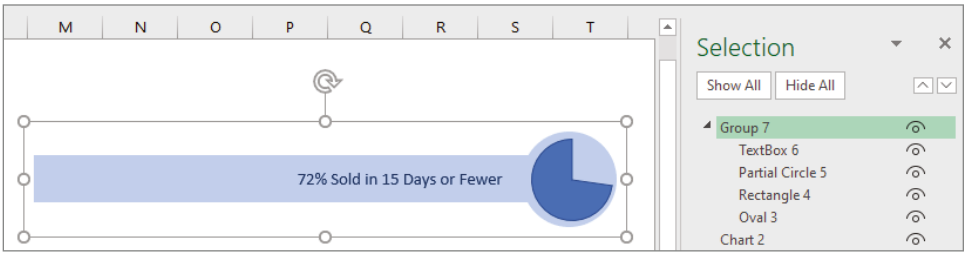

Figure 6.25: Group shapes to make them easier to move.
9. While the shapes are still selected, choose Shape Format ➪ Arrange ➪ Group Object ➪ Group from the Ribbon to create a group that will be easier to move around. Figure 6.25 shows the shapes and the Selection task pane.